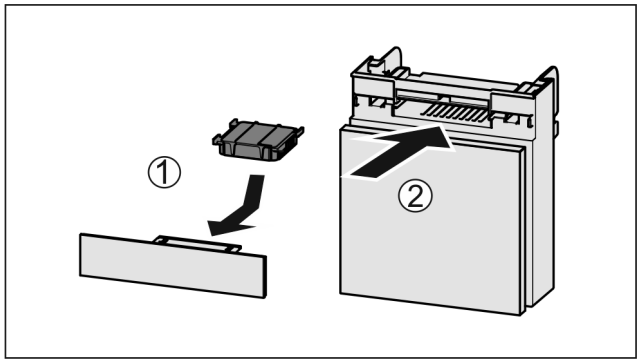

*Fig. 37*
▶ Insert the carbon filter as shown in the diagram *Fig. 37 (1)*.
▶ Push the compartment in *Fig. 37 (2)*.